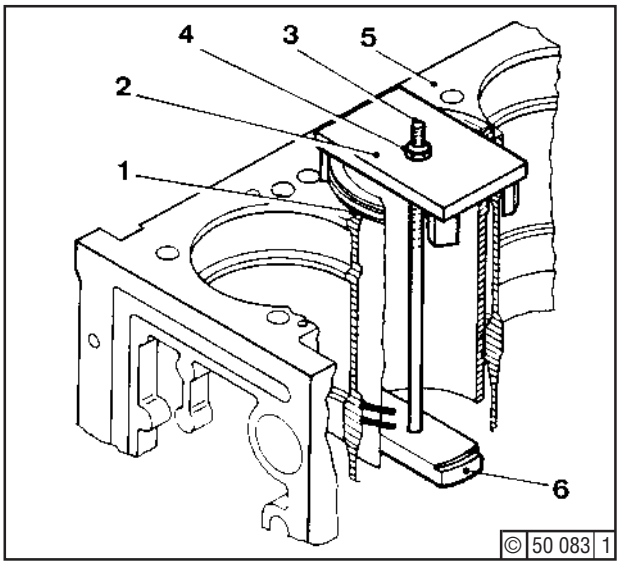

Fig. 2 Removal and refitment tools
- Fit bridge (2) on crankcase (5), Fig. 2
- Fit tension rod screw (3) through the hole of the bridge (2) in the cylinder lining.
- Press the pulling bracket (6) against the cylinder lining from the crank cavity.
- Screw tension rod screw (3) into the pulling brac ket (6), and fit hexagon nut (4).
- Tighten hexagon screw (4) until the cylinder lining raises out of the guide. Use a lifting device to pull the cylinder lining vertically out of the crankcase, and deposit on a wooden support.
- Remove the seal (1).